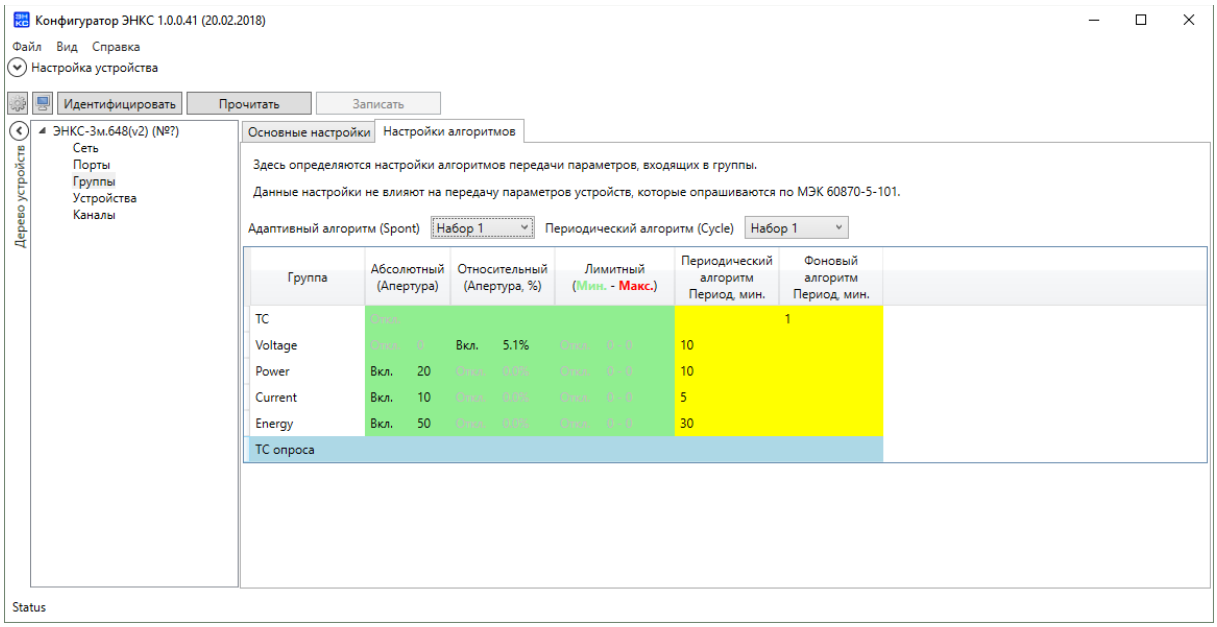

Рисунок 2.16. Настройка групп. Апертуры и период передачи.
2.8.3 Во второй вкладке для измерений указывается апертура (абсолютная, относительная или лимитная), для всех величин указывает период передачи по периодическому алгоритму (рис. 2.16).